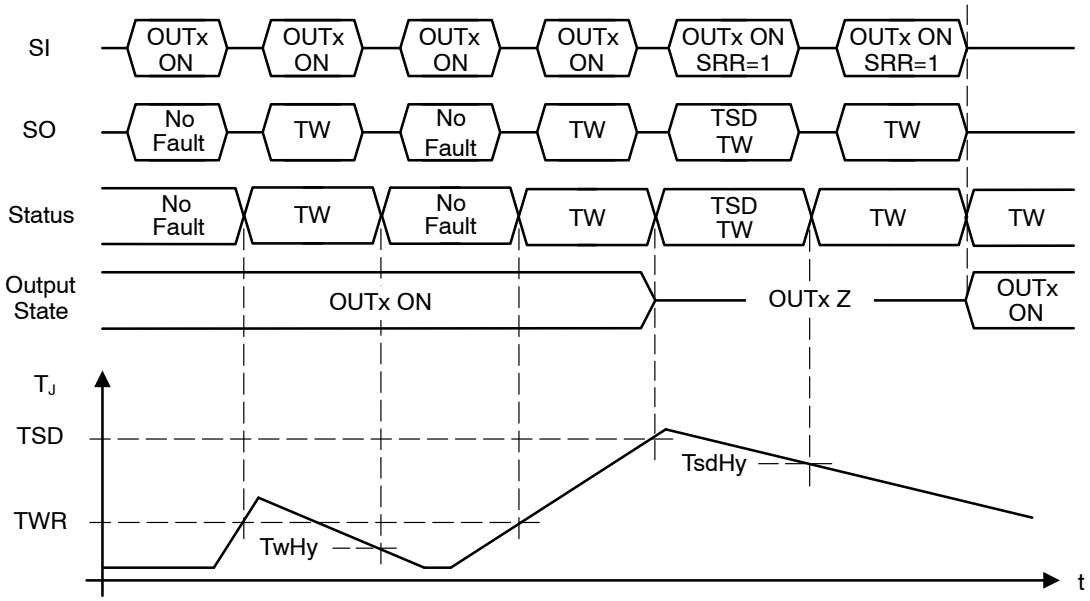

Figure 23. Thermal Warning and Shutdown Timing
Thermal warning (TW) and thermal shutdown (TSD) detection and control are provided for each half−bridge by monitoring the driver pair's thermal sensor. Thermal hysteresis is provided for each of the warning and shutdown functions to ensure clean detection transitions. Since TW notification precedes TSD, software polling of the TW bit enables avoidance of thermal shutdown. Thermal warning and shutdown timing is shown in Figure 23.